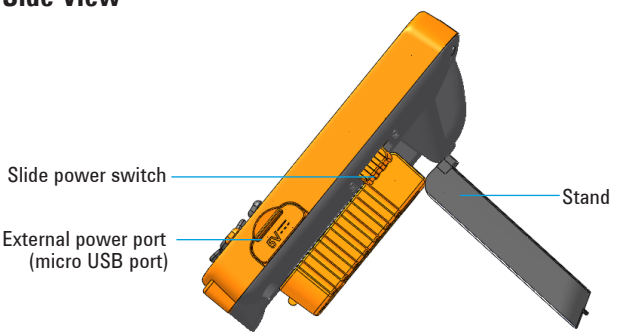

**Figure 3** Side view of the U1115A Remote Logging Display (standing position)
1. Plug the micro USB head to the micro USB port on the side of the U1115A. *(refer to figure 3)*